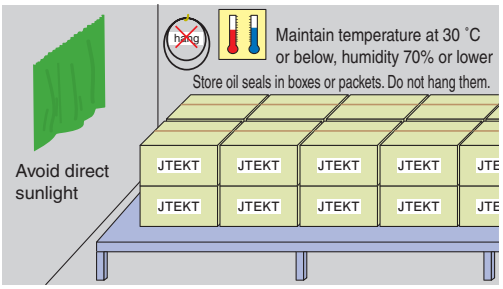

Fig. 1.7.1
- Keep air-conditioned: Room temperature Max. 30 ˚C and humidity 40% to 70% on average. (See Fig. 1.7.1)